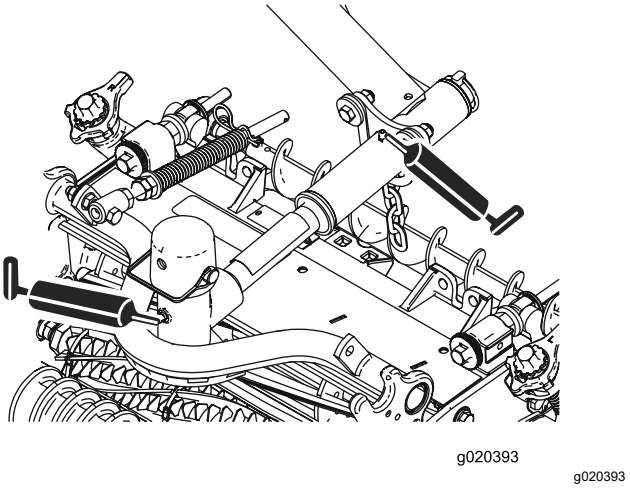

**Figur 44**
- Klippenhetens svängtappar (2 av varje), se Figur 44.